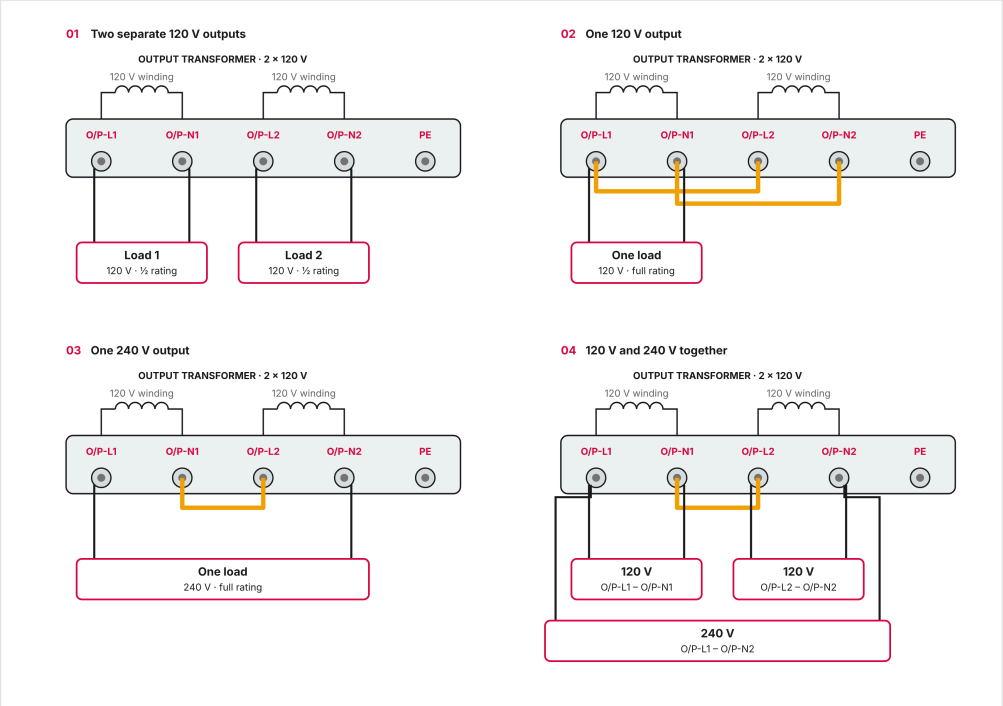

FIGURE 4-5 Output configurations 01 to 04 on the output strip — jumpers in orange
5. **Output** (3, strip 1): choose the output configuration in Table 4-3, fit its jumpers (same cross-section as the output conductors) and connect O/P-L1, O/P-N1, O/P-L2 and O/P-N2 for it (Figure 4-5).